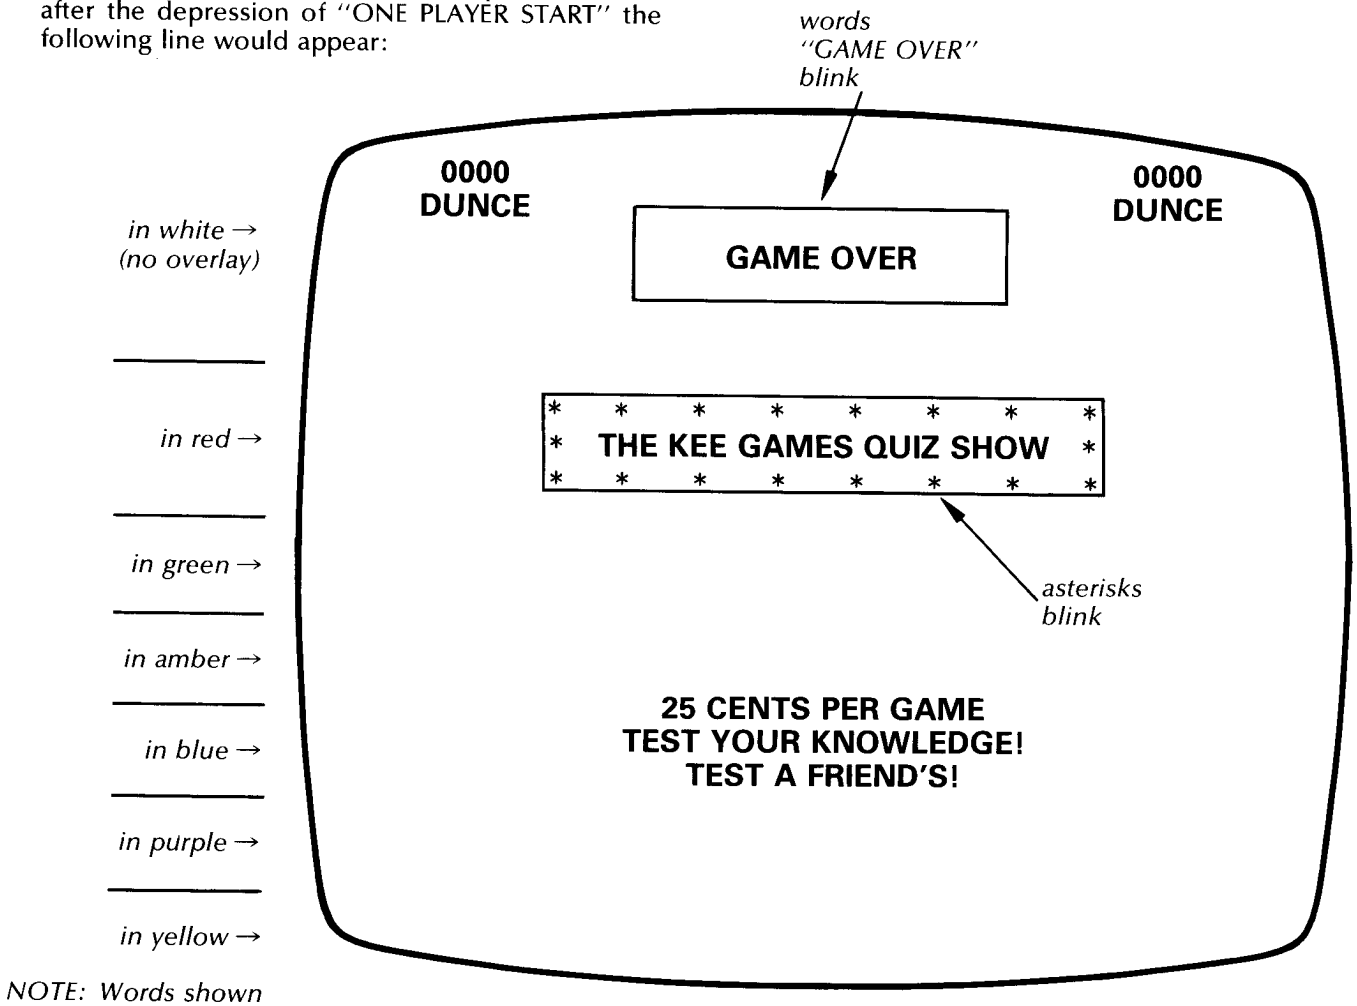

Figure 3-3 Message During Attract Mode
3.3.2 ATTRACT MODE: On the TV screen a standard message picture appears continuously throughout the attract mode. Figure 3-3 shows the message that appears when the game is structured for two players per coin. When structured for one player per coin, the third line from the bottom will read "25 CENTS PER PLAYER" instead of "25 CENTS PER GAME." The asterisks surrounding the words "THE KEE GAMES QUIZ SHOW" will be blinking on and off. The words "GAME OVER" also blink. The colors in which the words appear are as labeled in the figure.
The picture should be the standard attract message described in subparagraph 3.3.2 in Section III, and shown in Figure 3-3. Next look at the answer push buttons. At any one time four should be blinking; and every 3 or 4 seconds, in a random sequence, the pattern should change so that before long each of the eight has been blinking at least once. Also look at the three push buttons below the screen; none of these should be lighted. The game should not produce any response when any push button is depressed.